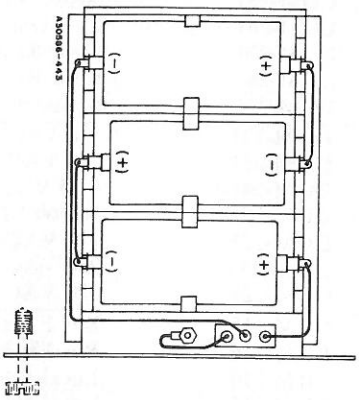

Figure 14
5. Insert three fresh batteries into the Battery Pack. **Observe proper polarity!** See Figure 14.